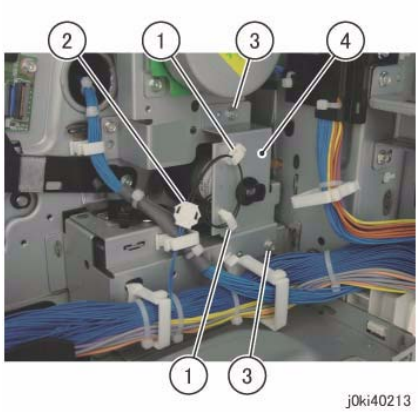

Figure 3 Remove the Takeaway Clutch
9. Remove the Takeaway Clutch. (Figure 3)